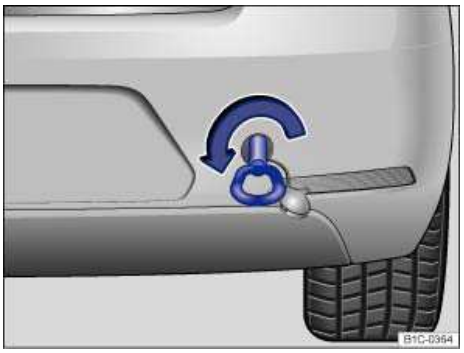

Fig. 177 In the right rear bumper: Installing the towing eye.
There is a threaded hole for the towing eye in the right rear bumper ⇒fig. 177.
- Screw the towing eye **counterclockwise** into the threaded hole as far as it will go (arrow) ⇒fig. 177 ⇒. Use the lug wrench to turn and tighten the towing eye completely and securely.